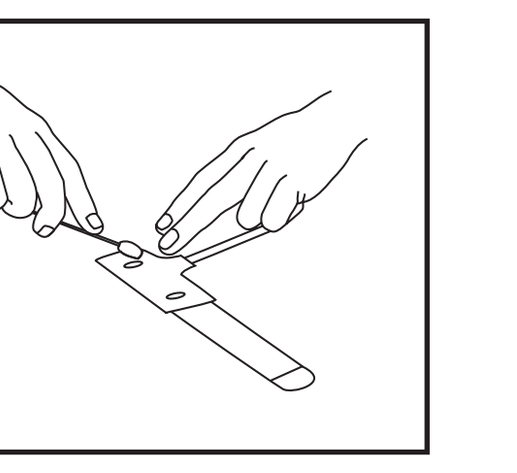

Fig. 1a
2. En caso de piel frágil, puede disminuirse o eliminarse la adhesividad del adhesivo de uso médico pasando un retazo de algodón o gasa en las zonas adhesivas (fig. 1a). Este paso no puede aplicarse al sensor NeoPt-500.